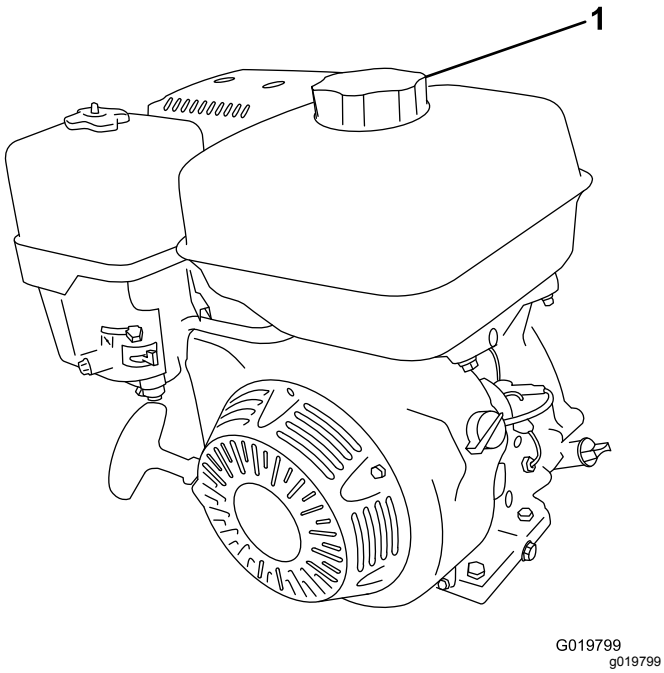

Figura 33
2. Limpie alrededor del tapón de combustible y retire el tapón (Figura 33).
4. Coloque el tapón del depósito de combustible firmemente (Figura 33).